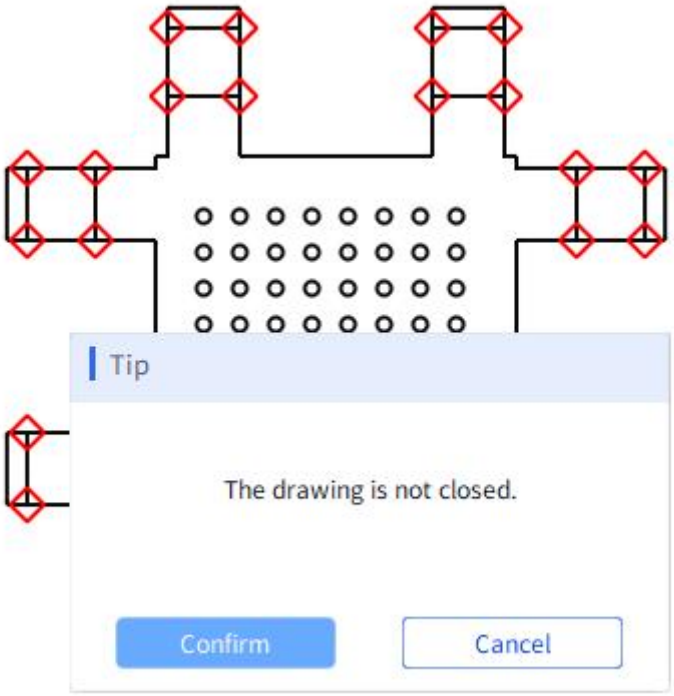

Figure 5-17 : Construction Errors and Prompts
(1) Auto-Composition: Clicking Auto-Composition triggers a graphic integrity check. If errors are detected, they are annotated and flagged for the user, as shown in Figure 5-17.